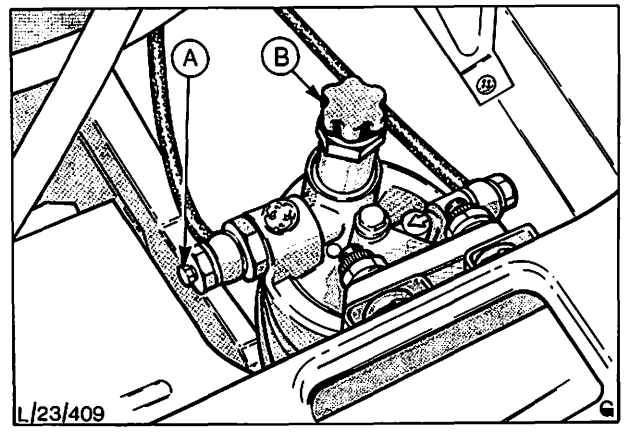

Abb. 24 Kraftstoffilter
3. Ablaßschale unter Kraftstoffilter stellen und Filter-Entlüftungsschraube etwa eine halbe Umdrehung lösen (Abb. 24).
4. Handpumpenkolben (Abb. 24) losschrauben und durch Pumpen des Kraftstoffes durch die Entlüftungsschraube Filter entlüften. Entlüftungsschraube anziehen.